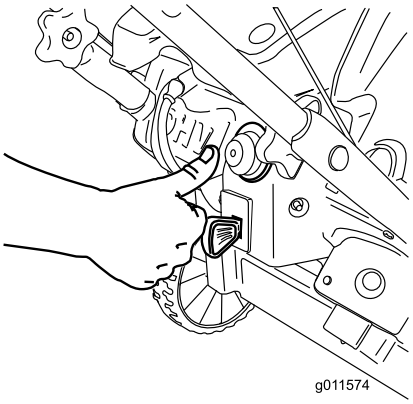

Figur 17
3. Snapsa genom att trycka in knappen ordentligt med tummen två gånger och hålla in knappen en sekund vid varje tryckning innan du släpper den igen (Figur 17).